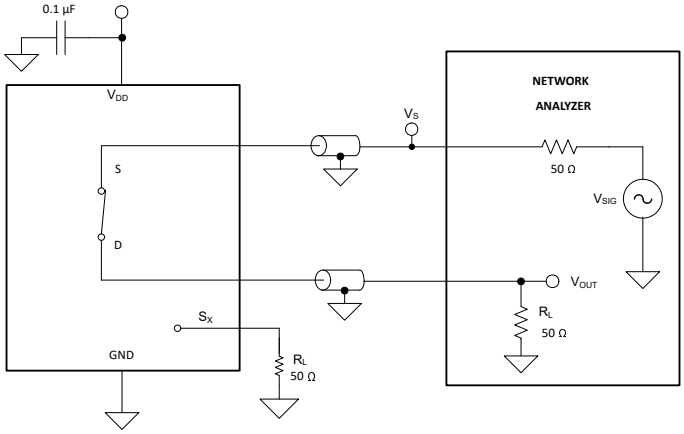

図 6-11. 帯域幅測定時の設定
帯域幅は、入力をオンチャネルのソース ピン (Sx) に印加したときに、デバイスのドレイン ピン (D) で測定される出力の減衰量が、3dB 未満である周波数の範囲として定義されます。図 6-11 に、帯域幅を測定する際の設定を示します。